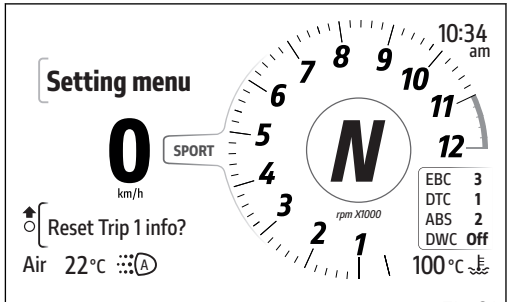

Fig 81
The trip information “Trip 1”, "Ø cons.1", "Ø speed 1" and "Trip 1 time", when selected, can be reset by pressing the ENTER button (3): the message "Reset Trip 1 info?" is displayed (Fig 81).